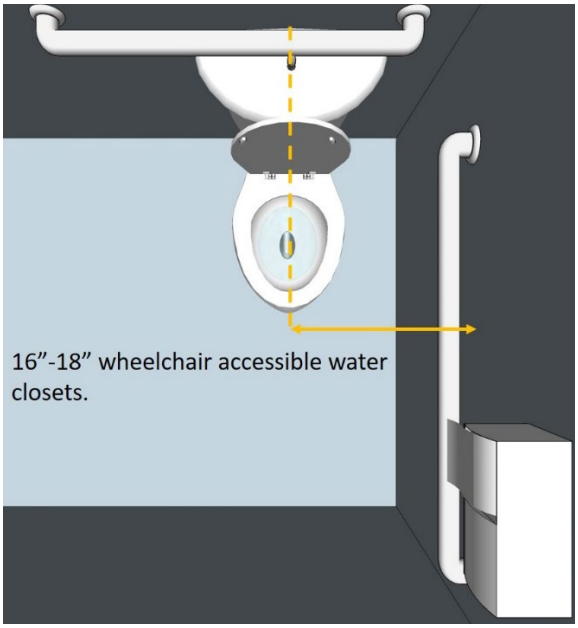

Figure 2-14 Toilet Location
- The toilet shall be located 16” minimum to 18” maximum from the sidewall for wheelchair accessible stalls, as shown in Figure 2-14.